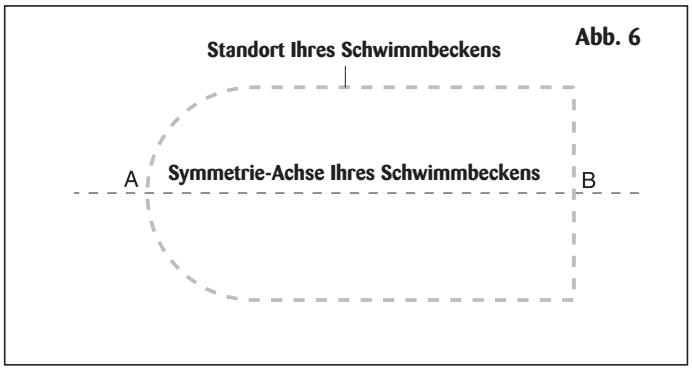

Abb. 6
1. Trassieren Sie eine Achse A-B (Symmetrie-Achse Ihres Beckens), wo Sie das Becken aufstellen wollen, Abb. 6.